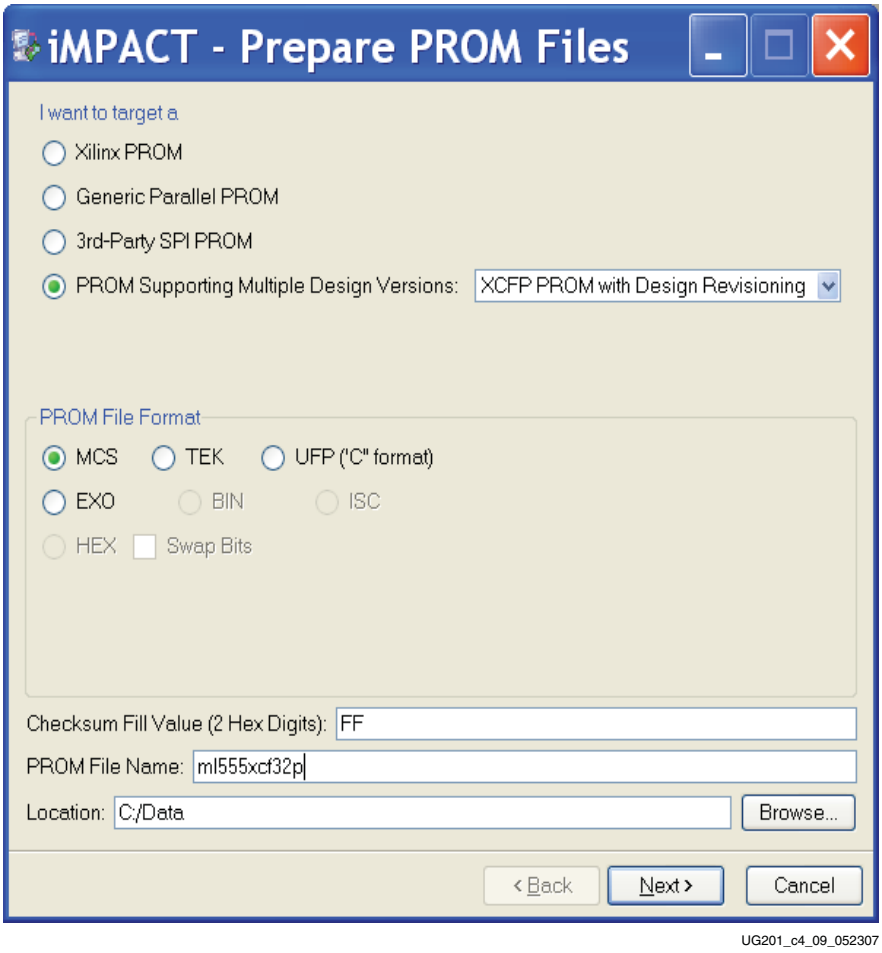

Figure 4-9: **Prepare PROM Files**
3. Under **Prepare PROM Files**, shown in Figure 4-9, select the following: